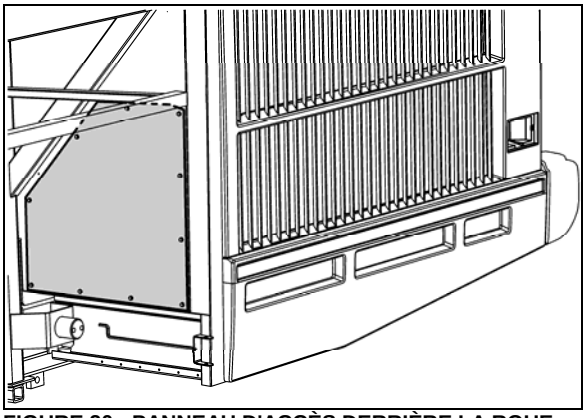

FIGURE 20 : PANNEAU D'ACCÈS DERRIÈRE LA ROUE D'ESSIEU AUXILIAIRE
7. Retirer les vis et démonter le panneau d'accès situé derrière la roue gauche de l'essieu auxiliaire (se reporter à Figure 20).